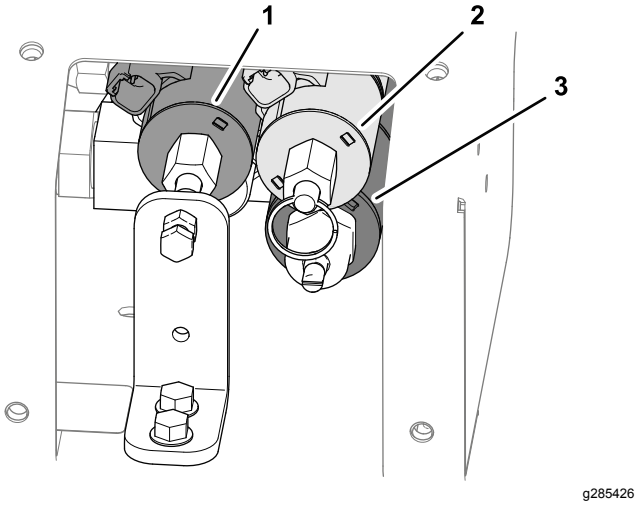

Figur 29
3. Find de 3 kontrolventiler (Figur 29).